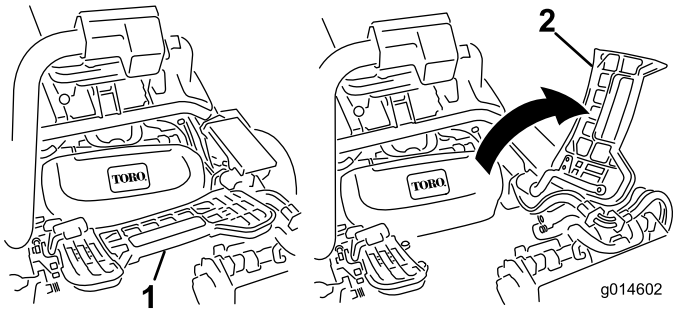

Figur 11
3. Om du monterar mittklippenheten lyfter du upp fotstödet och fäller upp det så att du kommer åt mittklippenheten (Figur 11).